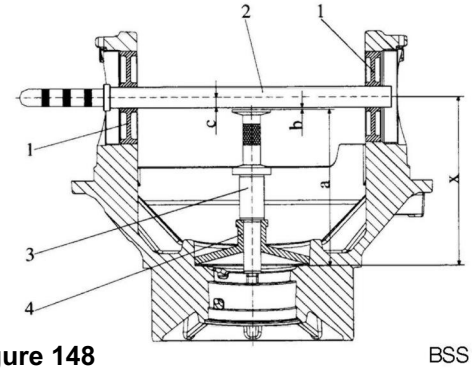

Figure 148
10. Install adapter pieces(1) and preliminarily fasten bearing bracket using hex screws.
Then install stop washer (4) and measuring pin (3) and assemble measuring shaft (2), see Figure 148.